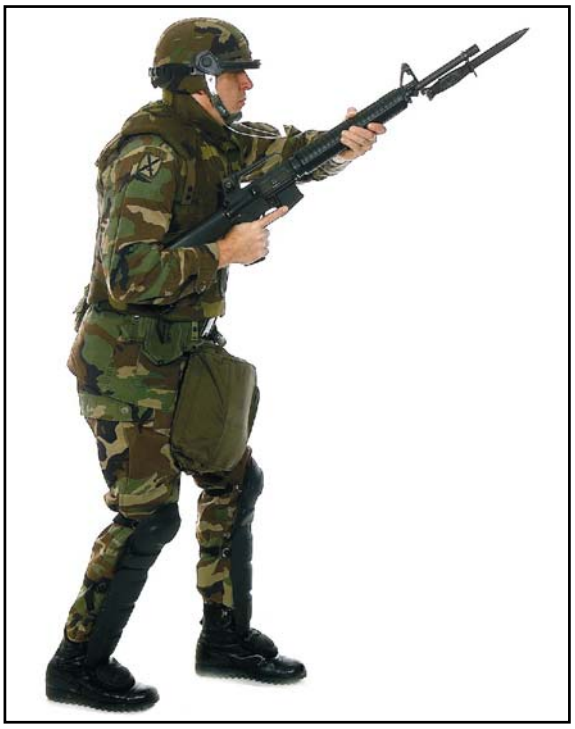

Figure 191-376-4122-3. On-guard position
3. Assume the on-guard position as shown in Figure 191-376-4122-3.